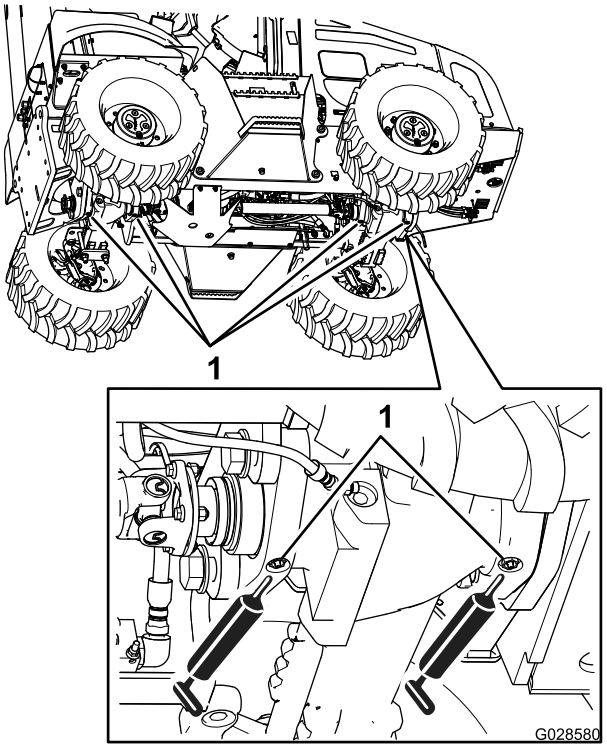

Figura 56
3. Conecte a pistola de graxa às graxeiras dos pivôs de inclinação do eixo dianteiro e traseiro; aplique 2 ou 3 bombeadas de graxa em cada graxeira (Figura 56).